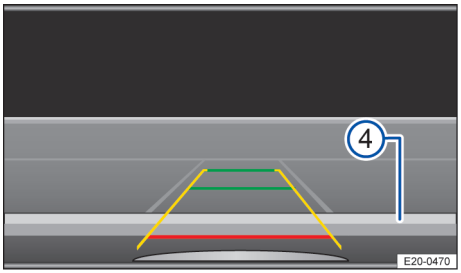

Fig. 129 Affichage à l'écran du système d'infodivertissement : Alignement du véhicule dans la place de stationnement.
5. Lorsque la ligne rouge atteint la ligne de délimitation arrière → fig. 129 ④, arrêtez le véhicule.